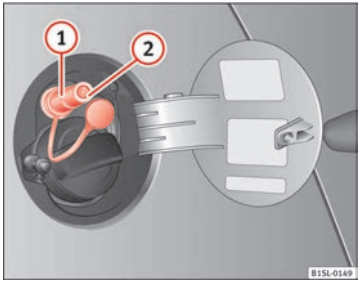

Fig. 111 Tank flap open: gas filler mouth ①, filler mouth retainer ②
- Remove the plug from the gas filler mouth ⇒ Fig. 111 ①.